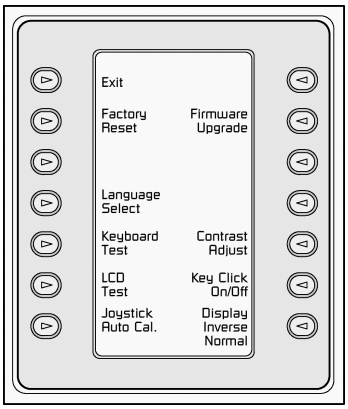

Rys. 3.3. Menu sterowania klawiaturą
3. Na wyświetlaczu pojawia się główne menu sterowania klawiaturą (p. **rys. 3.3**). Poniżej przedstawiono przegląd poszczególnych opcji menu.